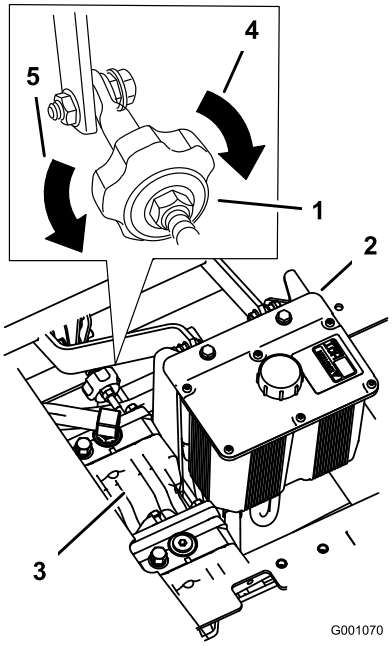

Figur 54
4. For at få maskinen til at køre til højre skal du dreje knappen mod maskinens højre side. Se Figur 54.
5. For at få maskinen til at køre til venstre skal du dreje knappen mod maskinens venstre side. Se Figur 54.